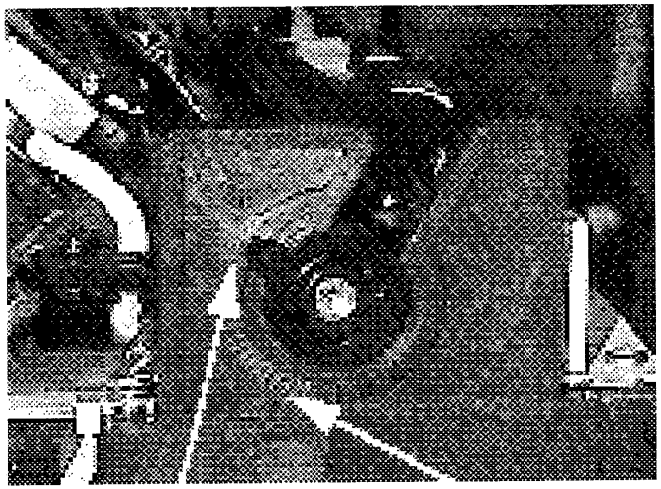

Рис. 4-21 **Положение кулачка**
8. Закрепите снова каретку в сборе с направляющей на принтере. Установите кулачки в положение, показанное на рис. 4-21.